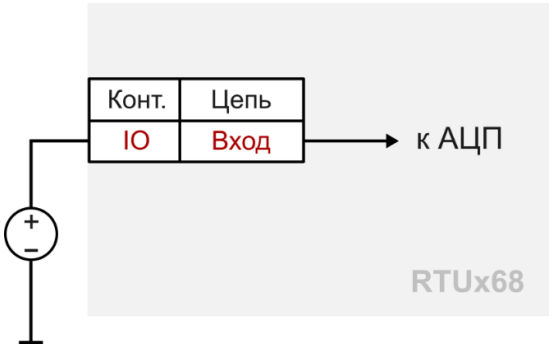

Рис. 10. Измерение напряжения.
1. **Режим измерения напряжения** (*задан по умолчанию*), функциональная схема дана на Рис. 10. В этом режиме вы можете измерять уровень напряжения подключенных ко входам устройств (батарей, аккумуляторов и других источников питания).